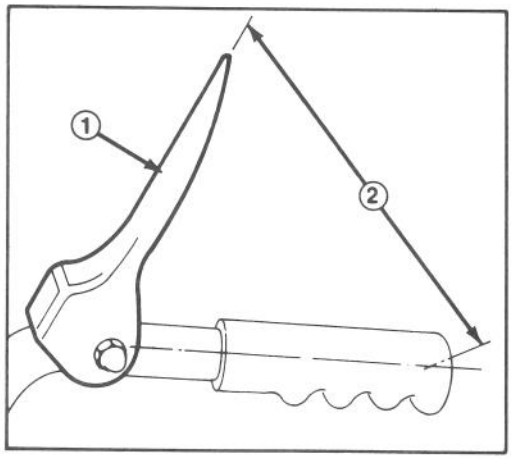

Abbildung 4
5. Die Fräse langsam rückwärts ziehen und dabei langsam den Antriebshebel zum Griffholm drücken. Die Einstellung ist richtig, wenn die Räder aufhören, sich zu drehen, und der Abstand zwischen dem oberen Teil des Antriebshebels und der Mitte des Griffholms 11,5 cm beträgt (Abb. 4).